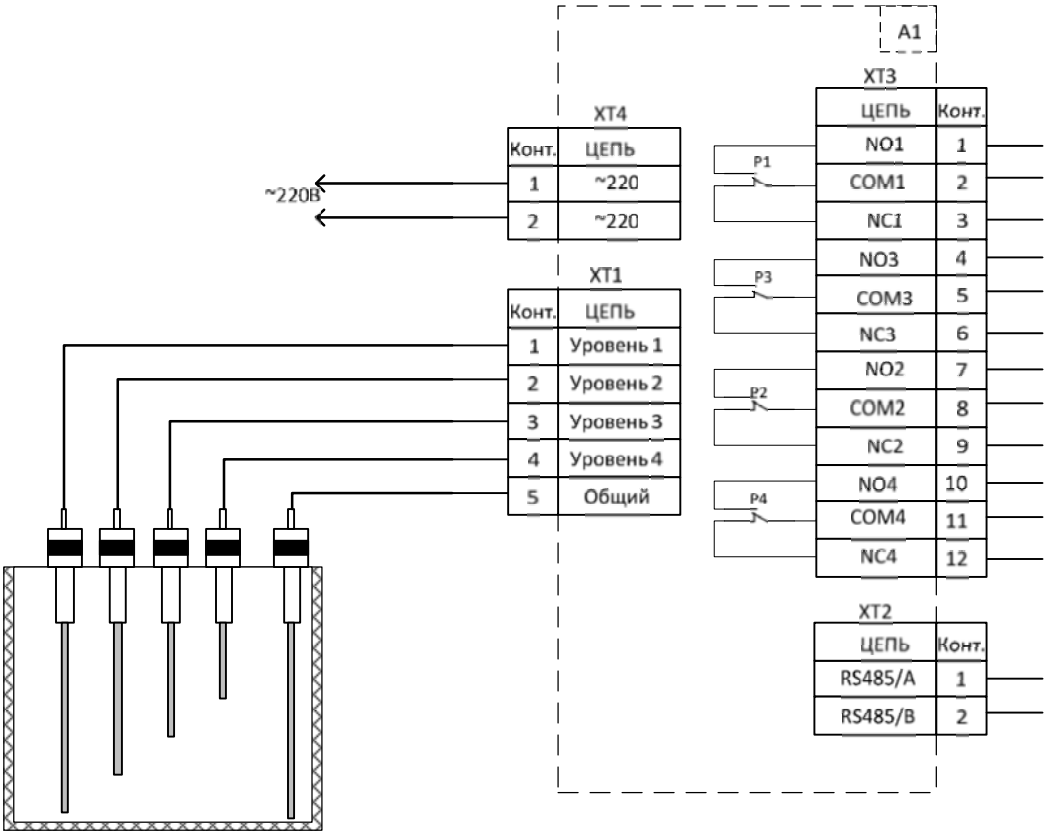

Рис.1. Сигнализатор СУР-4. Схема электрическая подключения.
5.4.На рис. 1. показана типовая схема подключения.